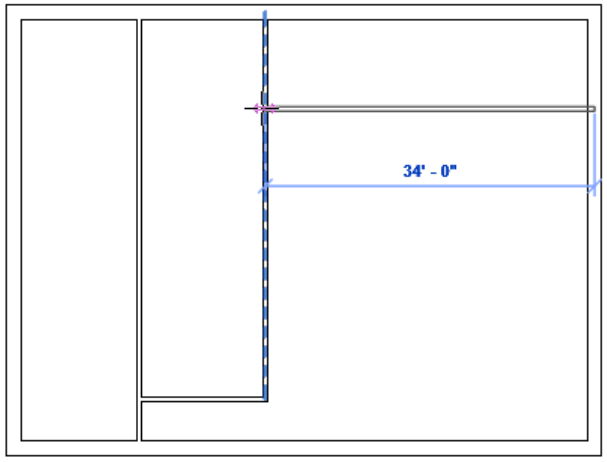

Figure 3-85 *Horizontal wall created at the distance of 10' from the outer exterior wall*
7. Press and hold the SHIFT key and move the cursor horizontally toward left until it reaches the vertical interior wall. Next, click to specify the endpoint of the wall, as shown in Figure 3-85. Now, press ESC twice to finish the sketch of the wall.